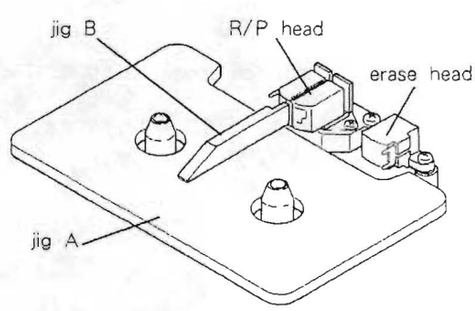
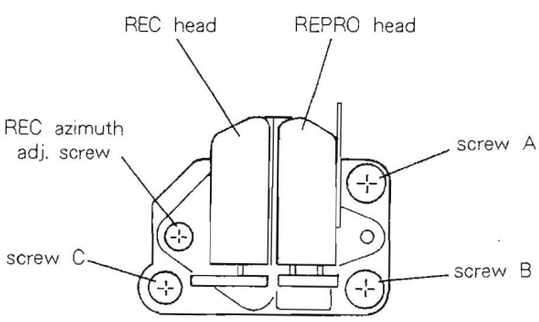

Fig. 2-3
Fig. 2-4
3). As with the erase head, confirm using jig B; for adjustment, use height adjustment screw A (Fig. 2-4).
4). As shown in Fig. 2-3, place jig B against the head in order to confirm the tilt. Perform tilt adjustment with screw B (Fig. 2-4) so that the head is at right angles with respect to jig B.
7). Play back the 10 kHz signal on test tape MTT-256, then adjust playback azimuth adjustment screw C (Fig. 2-4) so that the phase difference between L and R channels is 0°.
3). 消去ヘッドと同様に治具Bで確認し、調整は高さ調整ネジA(図2-4)により行う。
4). 図2-3のように治具Bをヘッドに当ててチルトを確認し、ヘッドが治具Bに対して垂直になるようにチルト調整ネジB(図2-4)で調整する。
7). テスト・テープMTT-256の10kHzを再生して、LchとRchの位相差が0°になるように再生アジマス調整ネジC(図2-4)で調整する。